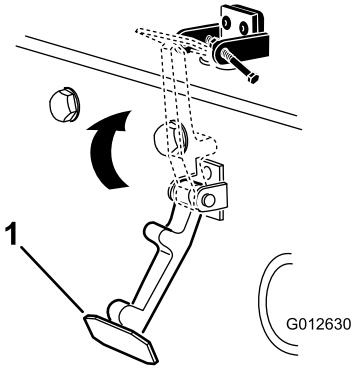

Figur 8
6. Hekt låsen på panserlåsbraketten (Figur 8).